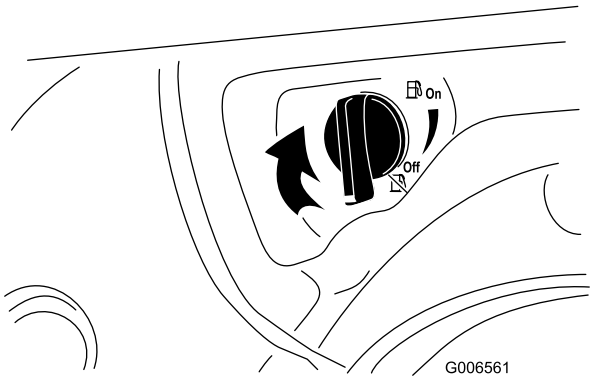

**Figur 32**
4. Stäng bränslekranen genom att vrida den medsols (Figur 32).